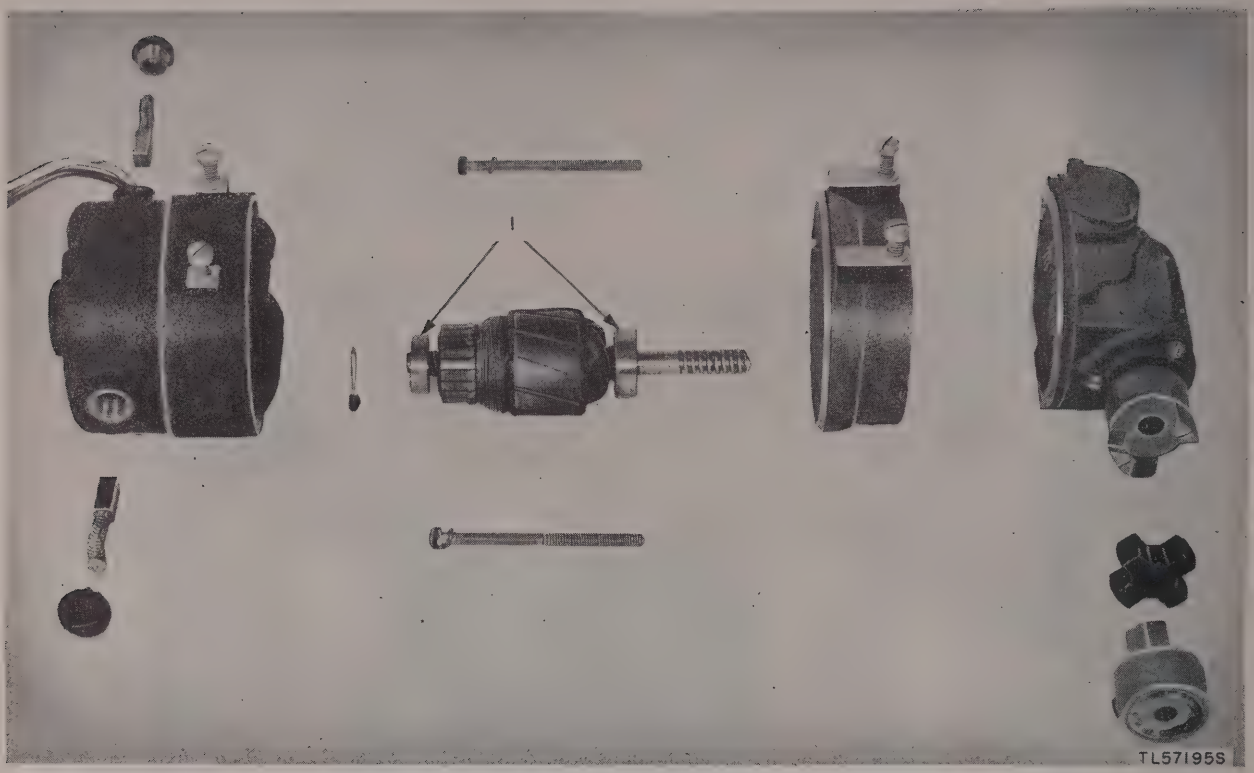
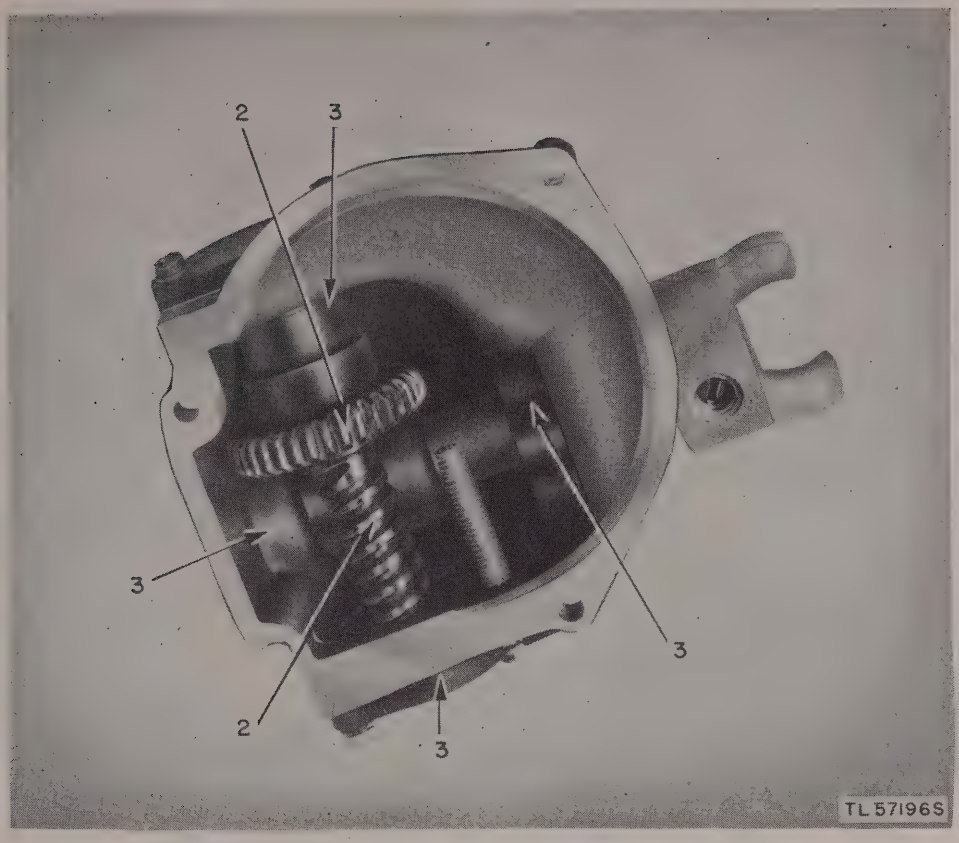

Figure 30. Tape-winder motor (split view), lubrication points.
Figure 31. Reducing-gear box (internal view), lubrication points.
(1) Remove the motor by unscrewing the four motor mounting screws, being careful not to put undue strain on the leads. To remove the motor leads, unscrew the cover on which the switch is located, unscrew the two screws which hold the terminal block in place inside the casing, and unsolder the motor leads which are connected on the back of the terminal.
(2) Remove the reducing-gear box (fig. 31) by unscrewing the three screws which fasten it to the motor case.
(3) Remove the brushes.
(4) Remove the two long screws that hold the motor casing together. These are located on the end opposite that on which the gear box is mounted and are located in the depressions in the case.
(5) Carefully remove the end of the motor to which the reducing-gear box was fastened. The armature then can be removed with the bearings in place on the shaft. Be careful not to lose the shims.
(6) Clean the coils and the inside of the case with a dry brush, cloth, or gentle air blast.
(7) Wipe the bearing housings in the ends of the case clean with a clean cloth slightly dampened with solvent (SD). Be careful not to damage the coils or to get any of the solvent (SD) on them.
(8) Clean the armature bearings with solvent (SD) and brush. Wrap a cloth or some protective covering around the armature coils and commutator to prevent the solvent (SD) from wetting them. If necessary, the bearings can be flushed clean by immersion in the solvent (SD), provided no part of the coils or commutator is immersed. Thoroughly dry the bearings with a clean cloth or gentle air blast.
(9) Clean the reducing-gear box gears, shafts, and bearings with a brush and solvent (SD). If necessary, flush by immersion in the solvent (SD). Dry thoroughly.
(10) Repack the armature bearings with special lubricating grease (GL). Wipe off all excess grease from the outside of the bearing. Lubricate the reducing-gear box gears, shafts, and bearings with special lubricating grease (GL).
(11) Reassemble the motor in the reverse order in which it was disassembled.
(12) Lubricate the tape-winder motor as specified in paragraph 88*b* (figs. 30 and 31).